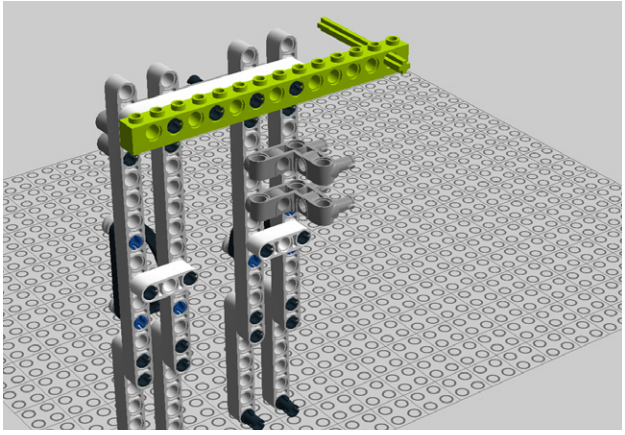

Figure 5-37. *Step 30: Adding a brick and a cross axle*
30. Attach this Technic brick and a 6M cross axle (see Figure 5-37).